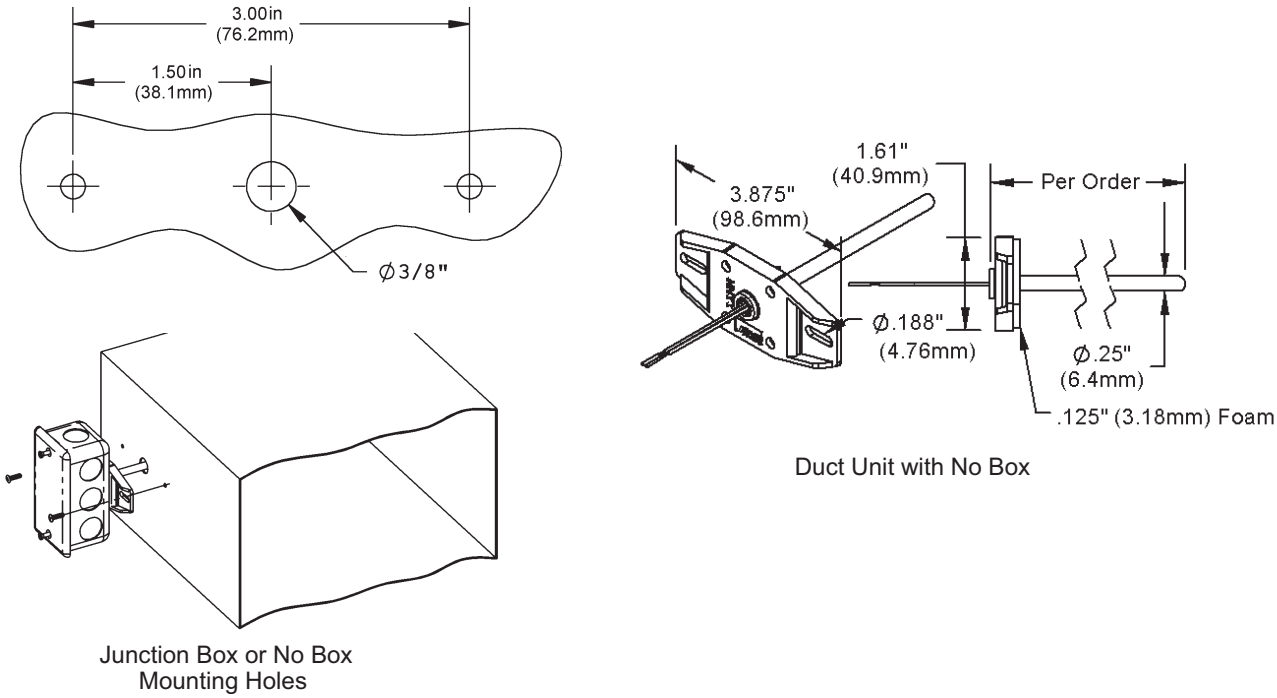

Fig. 12 — Sensor Mounting to Duct
2. Drill the probe hole as depicted in Fig. 12 for the enclosure being used. Insert the probe into the duct.